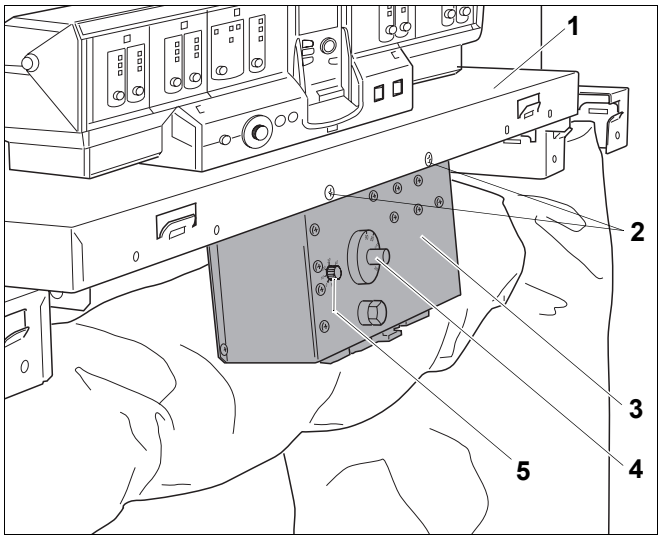

Rys. 81 Sterownik dodatkowy HT3101E
- Zamocować dodatkowy sterownik (rys. 81, **poz. 3**) z przodu przedniej pokrywy kotła (rys. 81, **poz. 1**) dwoma śrubami z łbem płaskim 3,9 × 9,5 (rys. 81, **poz. 2**) i podkładkami zębatymi do uziemienia.
- Nastawić regulator temperatury (rys. 81, **poz. 4**) na żądaną temperaturę.
- Ustawić czas (rys. 81, **poz. 5**), po którym zamyka się zawór dławiący następnego bloku po wyłączeniu tego bloku (ok. 30 min.).